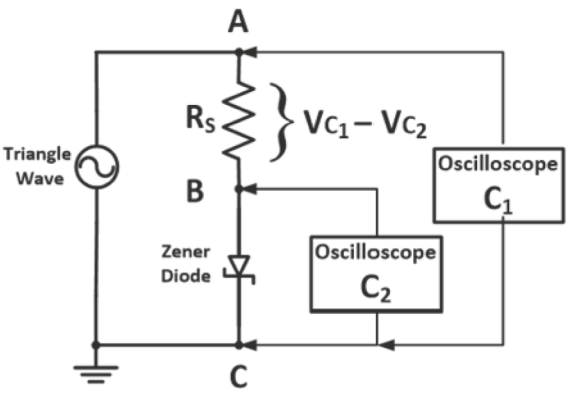

**FIGURE 7.38** (Step 1) Circuit used to view *I*–*V* characteristic of a diode. ⏎
1. **Building your circuit.** Set up the circuit in Fig. 7.38. In order to save some clutter at your circuit, use a BNC "tee" at the source output with a BNC (coax) cable directly to CH1 of the scope. That saves on using an extra probe from cluttering up your circuit. Use the glass diode with orange and black band (1N5230). This is a silicon Zener diode. Use $R_s$ = 680 ohms. The resistor protects the diode by limiting the current. Put the black band (cathode) toward ground and
the orange band (anode) toward the resistor. Set up the scope probes as shown in Fig. 7.38. It is recommended to attach wires from the probes to the breadboard rather than attaching the probe directly to the circuit components. This will help you avoid pulling leads out of the breadboard.